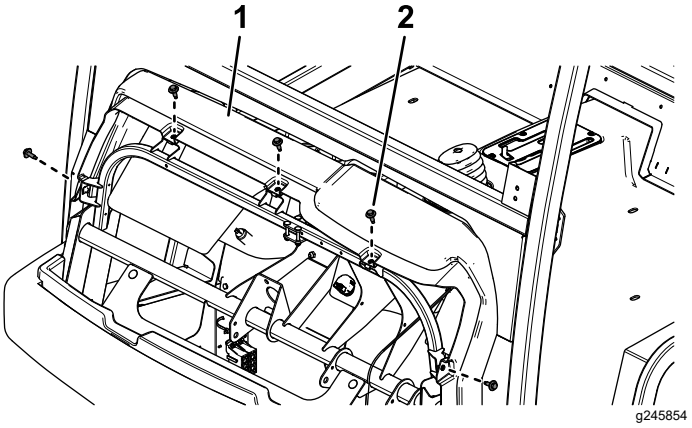

Figur 39
1. Lossa de fem skruvarna med sexkantshuvud från instrumentbrädan (Figur 39).